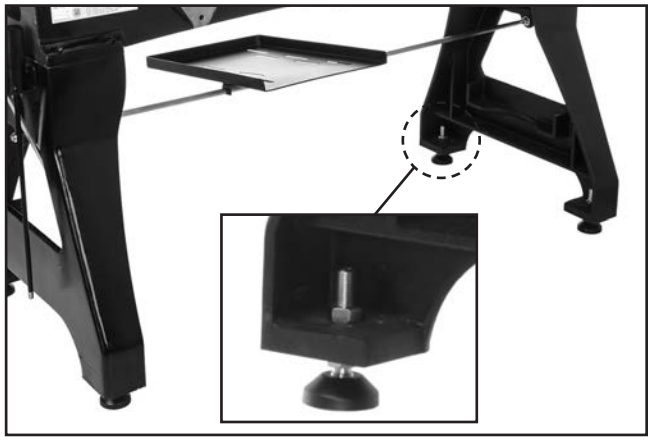

Figure 21. Machine lifted for feet installation.
11. With lathe still supported by lifting straps, use forklift to raise lathe 4 to 5 inches in preparation for installing machine feet (see **Figure 21**).
12. Remove top hex nut from feet, insert feet in mounting holes in leg (see **Figure 21**), then thread top hex nut back on. Do not tighten hex nuts yet.